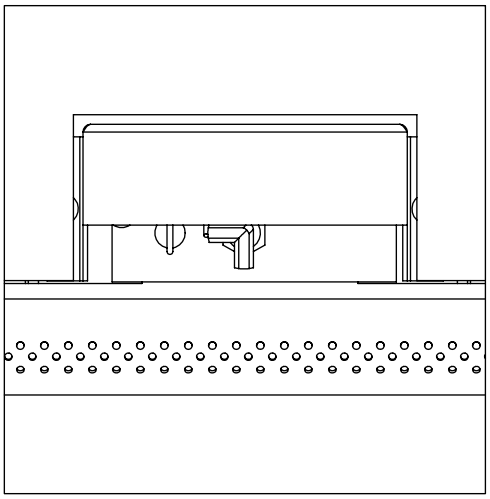

Figure 23. Correct Pilot
8. Reinstall the burner, log set, and glass door. Also refer to Secondary Installation - Log Set Installation in your Owner's Manual. When re-installing the burner, ensure that the burner to pilot hood and shield relationship is similar to what is shown in Figure 23.